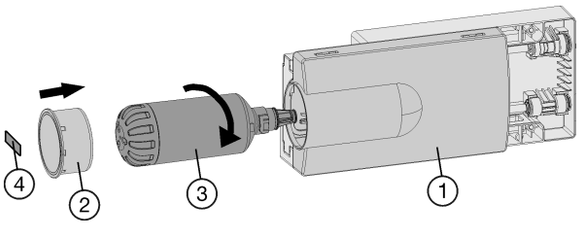

*Fig. 50*
- ▶ Mettre en place le filtre à eau *Fig. 50 (3)* à eau puis le tourner d'env. 100° vers la droite jusqu'à la butée.
- ▶ Insérer le tiroir *Fig. 50 (1)*.
- ▶ Poser le couvercle du filtre *Fig. 50 (2)*.
- ▶ Inscrire la date du dernier remplacement sur l'autocollant *Fig. 50 (4)* fourni puis le coller sur le module.